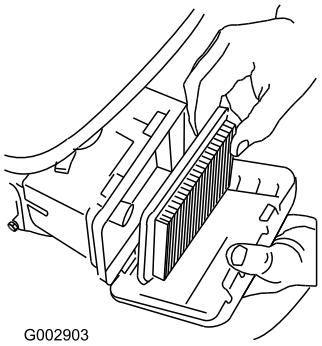

Figure 32
3. Remove the paper air filter (Figure 32).